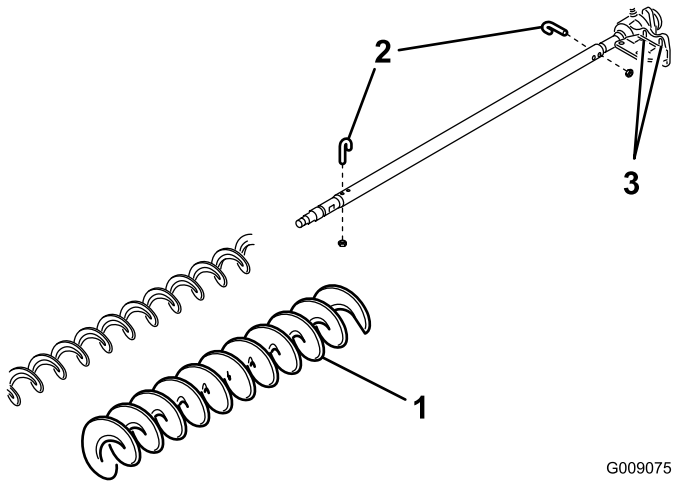

Figur 22
3. Trekk til de to J-boltene og mutterne (Figur 22).
4. Før den eksisterende børsten av børsteakselen (Figur 22).
5. Løsne de to boltene, skivene og mutterene som fester drivlagerhuset til lagerhusets monteringsbrakett (Figur 22).
6. Før børsten for høy klippehøyde inn på børsteakselen (Figur 22).
7. Klem børsten fast på akselen med de to J-boltene og mutterene du fjernet tidligere (Figur 22).